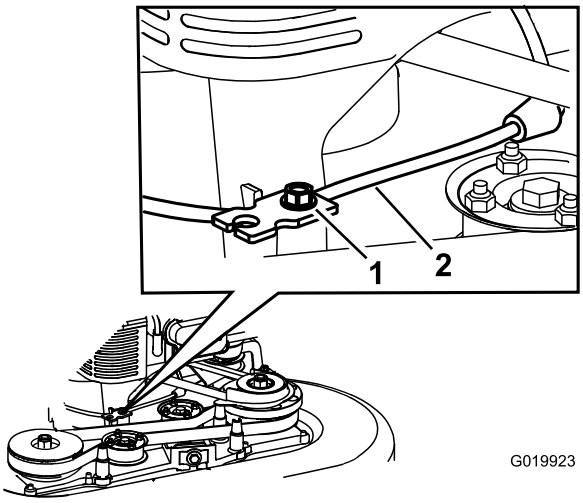

Figura 39
5. Allentate la vite del serrafilo (Figura 39).